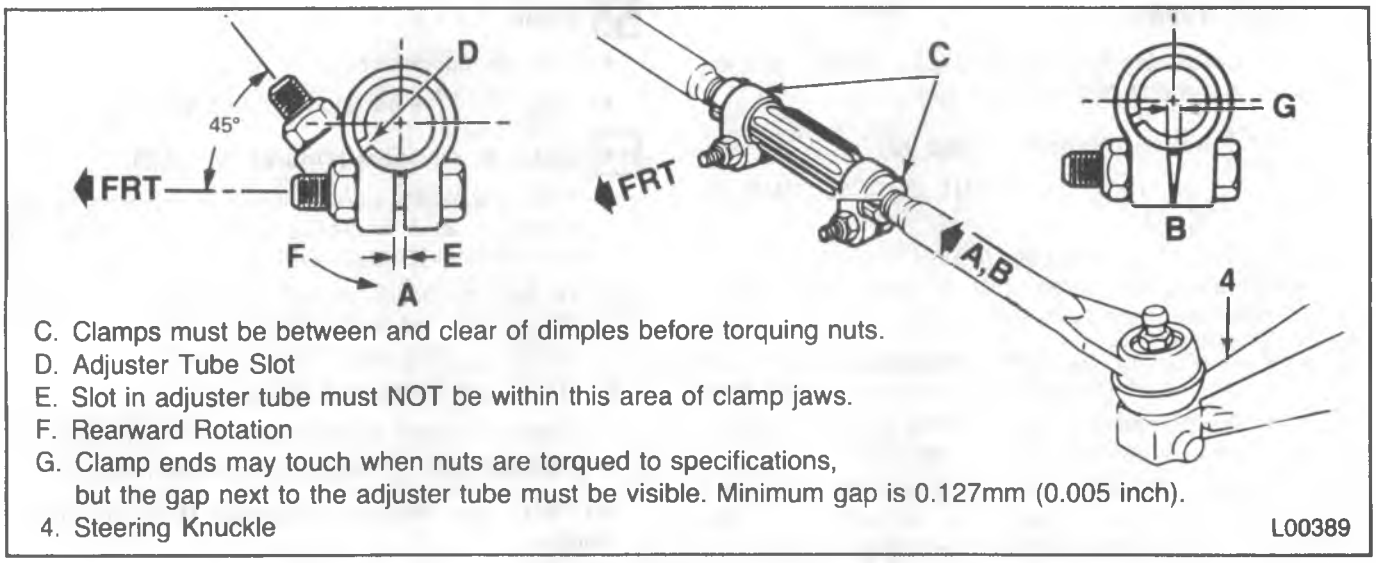

Figure 11 — Tie Rod Clamp and Adjuster Tube Positioning — R-Models
Adjust (Figures 11 and 12)
6. Adjuster tube clamp bolts (figures 11 and 12). Before tightening the clamp bolts, be sure the following conditions have been met:
- The clamps must be positioned within the angular travel shown in figures 11 and 12.
- The clamp ends may touch when the nuts are torqued to specification, but the gap next to the adjuster tube must NOT be less than the minimum dimension shown in figures 11 and 12.